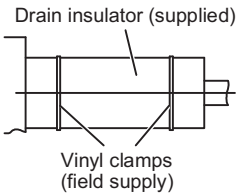

Fig. 1-98
(2) After connecting the drain pipe securely, wrap the supplied packing and drain pipe insulator around the pipe, then secure it with the vinyl clamps . (Fig. 1-98)